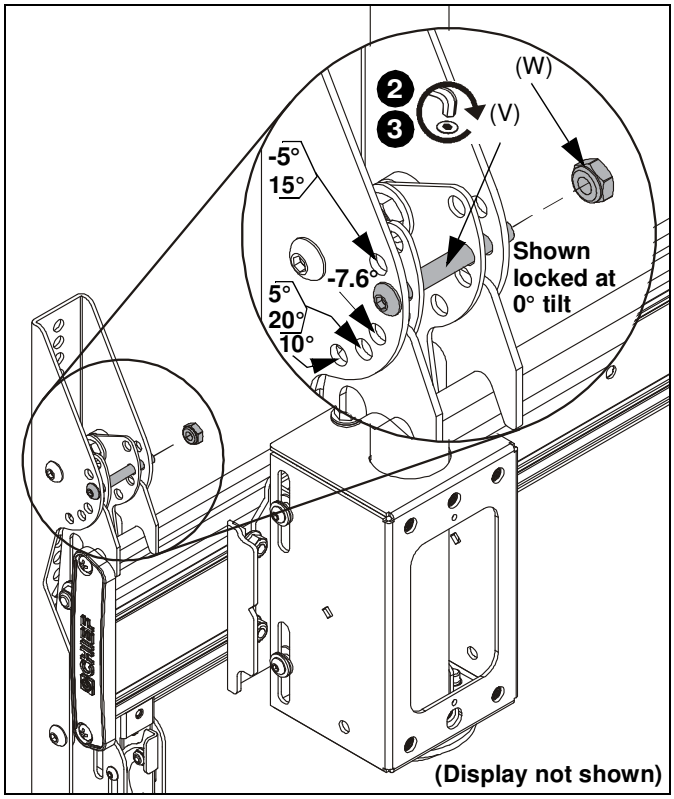

Figure 14
1. Adjust tilt as required. (See Figure 14)
2. The tilt may be locked using one 1/4-20 x 2" button head screw (V) and one 1/4-20 lock nut (W) per interface bracket. (See Figure 14)